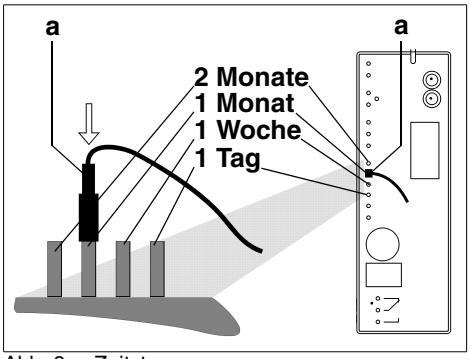

Abb. 8: Zeitsteuerung
– Auf der Steuerelektronik der Automatik das gewünschte Zeitintervall für den zeitgesteuerten, automatischen Rückspülvorgang wählen. Durch Umstecken des Kabelschuhs (**a**) das gewünschte Zeitintervall wählen (siehe Abb. 8).